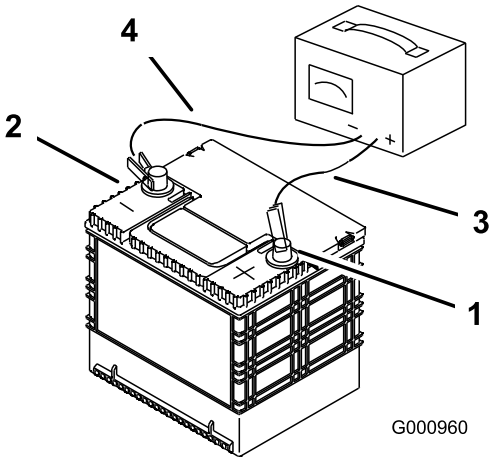

**Figuur 40**
2. Zodra de accu volledig is opgeladen, haalt u de acculader uit het stopcontact en maakt u vervolgens de oplaadkabels los van de accuklemmen (Figuur 40).